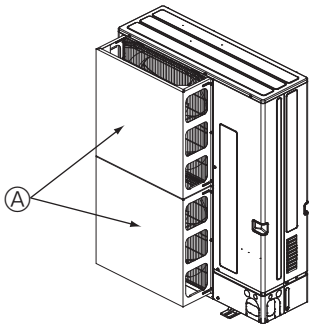

Fig. 2-3
② Installez un dispositif de protection contre le vent si l’appareil est installé à un endroit où des vents violents, en cas de typhon par exemple, risquent de souffler directement dans la sortie d’air. (Fig. 2-3)